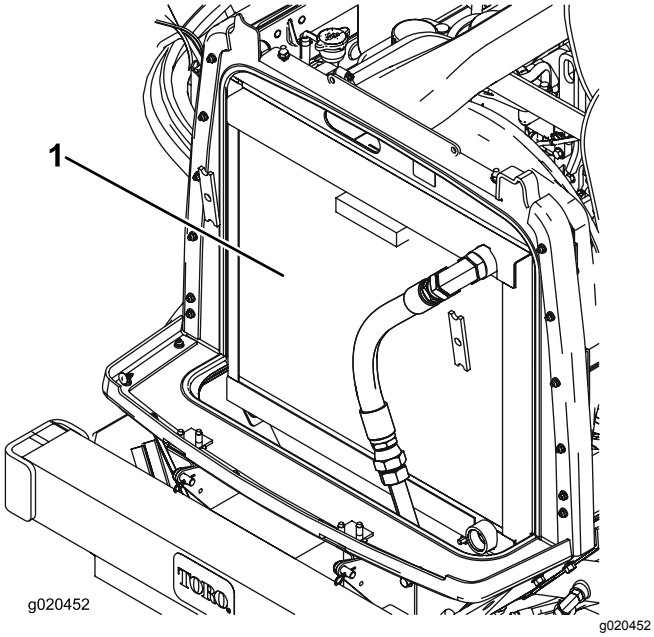

Figuur 61
3. Reinig beide zijden van de radiateur/oliekoeler (Figuur 61) grondig met perslucht.